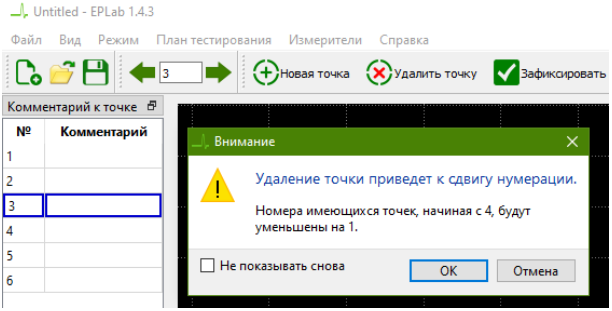

Рисунок 4.28 - Удаление точки в ПО EPLab.
11. Для удаления точки выделите ее на изображении или в таблице блока «Комментарий к точке» и нажмите клавишу **Del**. Также можно воспользоваться контекстным меню таблицы блока «Комментарий к точке», выбрав пункт **Удалить точку**. Нумерация точек изменится (рис. 4.28).